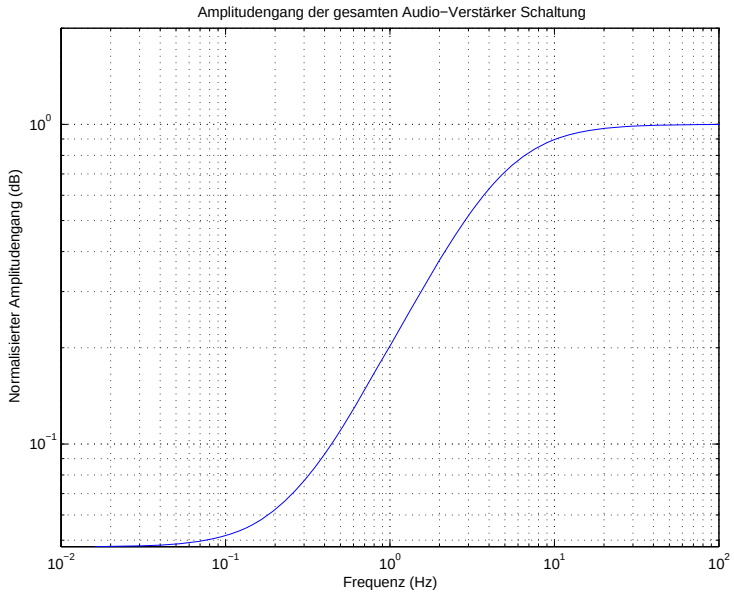

Abbildung 1.1: Amplitudengang der gesamten Audio-Verstärker Schaltung nach Einfügen einer Niederfrequenz roll-off Kapazität C_i
Der gesuchte Amplitudengang ist in der folgenden Abbildung 1.1 dargestellt
B) sein. Dies rührt daher, dass bei niederen Frequenzen die Verstärkung der Gesamtschaltung durch C_i reduziert wird (Abbildung 1.1). Bei Frequenzen höher als f_2 kann man den Einfluss von C_i als vernachlässigbar betrachten ($Z_{ci} \approx 0\ \Omega$). Daraus folgt, dass für C_i folgende Beziehung gelten muss: